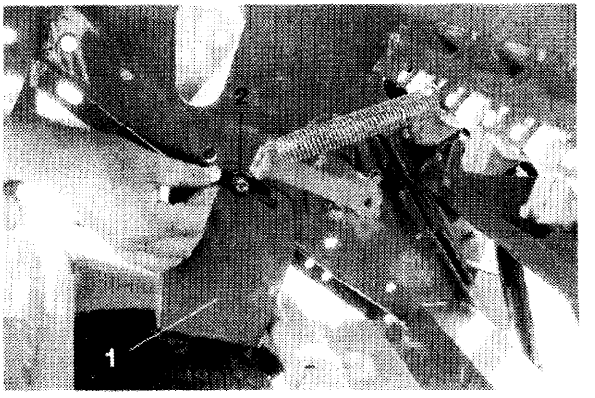
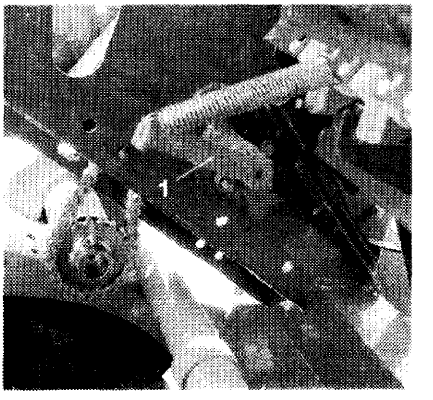

Fig.24
Fig.26
- Kettenschutz (Fig. 24/1) am rechten Innenseitenteil der Drillmaschine nach dem Lösen der Flügelmutter (Fig. 24/2) entfernen.
- Zum Spannen der Antriebskette ist der Hebel (Fig. 26/1) hochzuschwenken und der Kettenschutz (Fig. 24/1) wieder zu befestigen.